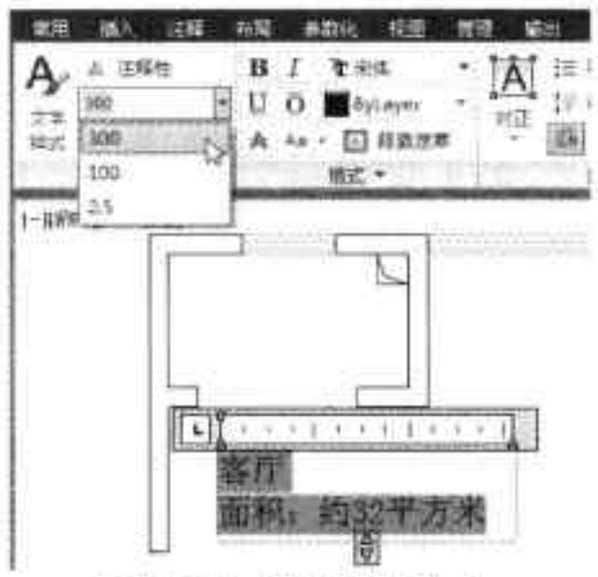

图4-74 设置文字大小
Step08 输入完成后，选中文字内容，执行“样式>注释性”命令，设置好文字大小，如图4-74所示。